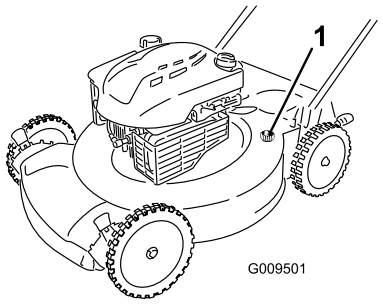

Figur 30
4. Anslut en trädgårdsslang, som är ansluten till en vattenkälla, till tvättanslutningen på maskinkåpan (Figur 30).